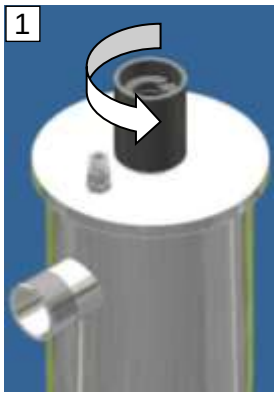

Abb. 8: Schraubkappe
- ➔ Die Schraubkappe (Abb. 8) von der Bestrahlungskammer abschrauben (↺). Darauf achten, dass der O-Ring nicht verloren geht.